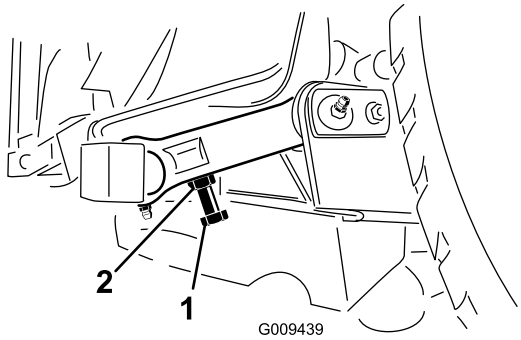

Figur 25
3. Juster afstanden ved hjælp af justeringsbolten på plæneklipperskjoldets bageste drejeled (Figur 25).